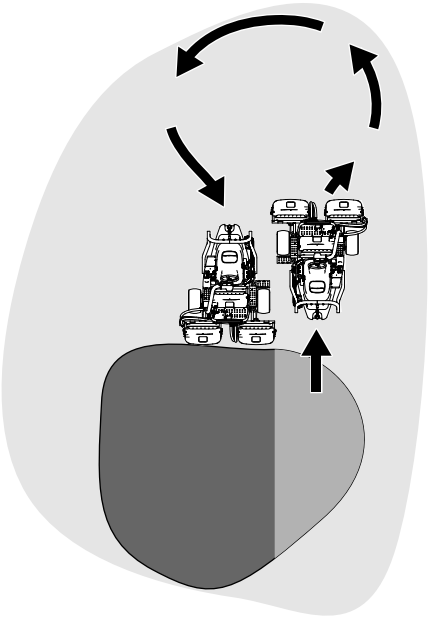

Rysunek 24
6. Aby skrócić czas pracy i ułatwić sobie przejście do kolejnego przejazdu, wykonaj chwilowy skręt maszyny w przeciwnym kierunku, następnie skręt w kierunku nieskoszonej części. Taki manewr pozwoli wykonać zakręt w kształcie łzy (Rysunek 24) i szybciej ustawić się na kierunku kolejnego przejazdu.